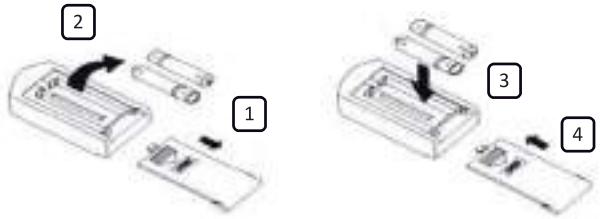

*Рисунок 7.3*
- **Замена батареек в ИК пульте** (рисунок 7.3)